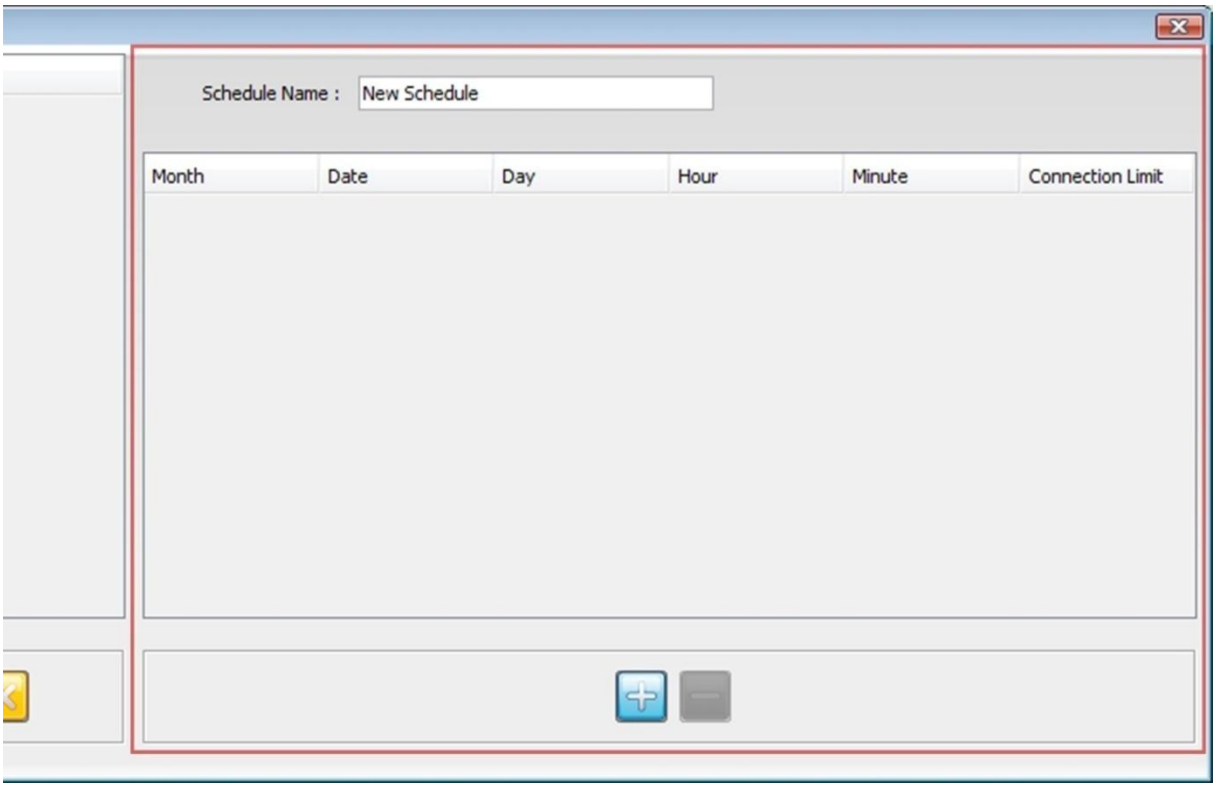

Figure 19 – Right-hand Side of the Configure Communication Schedules Dialog
4. Click the button (as highlighted in Figure 19).